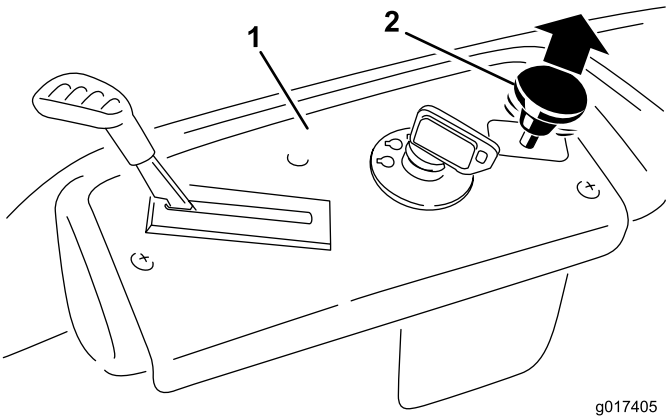

Figur 14
3. Træk opad i kontakten til regulering af skæreknivene, sæt den i positionen Til, og indkobl skæreknivene (Figur 14).